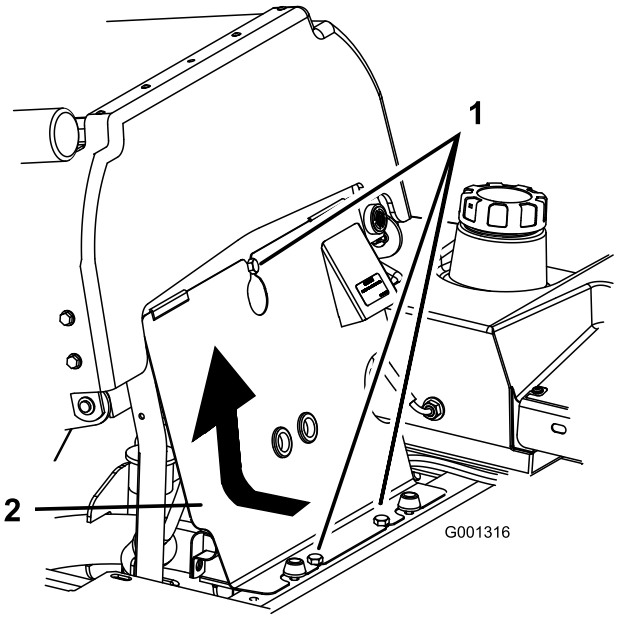

**Figur 42**
1. Vip sædet frem, løsn boltene, og fjern motorens frontpanel (Figur 42).